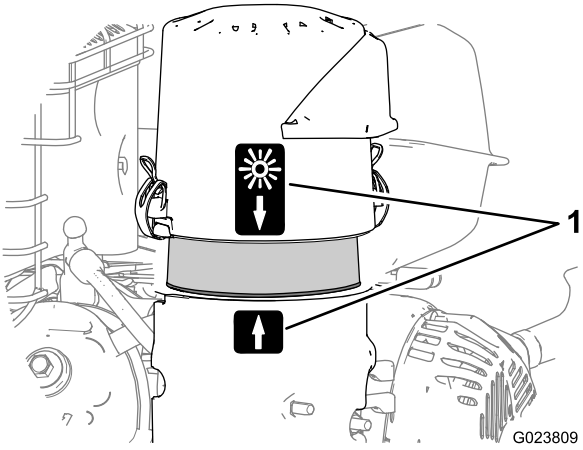

Figura 23
8. Allineate l'adesivo con la freccia sul coperchio del filtro dell'aria e l'adesivo con la freccia sulla base (Figura 23).